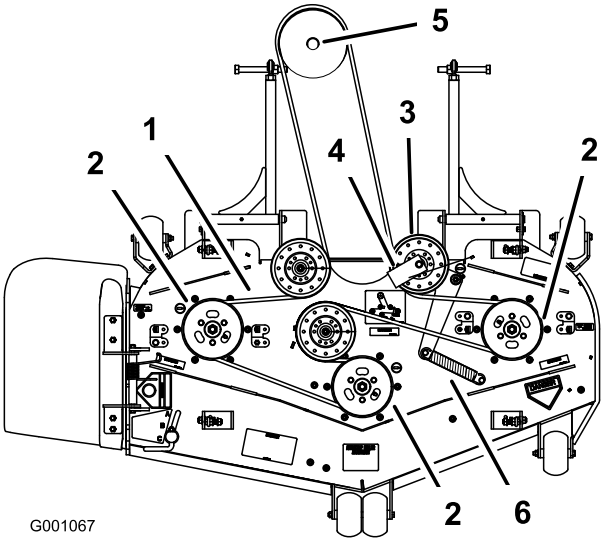

Rysunek 68
8. Zamontuj nowy pasek wokół kół pasowych kosiarki i koła pasowego skrzyni biegów pod silnikiem (Rysunek 68).
9. Zamontuj prowadnicę paska na sprężynowym kole pasowym luźnym pod kątem 45 stopni w sposób pokazany na Rysunek 68.
11. Zamontuj sprężynę koła pasowego luźnego na 2 trzpieniach (Rysunek 68).